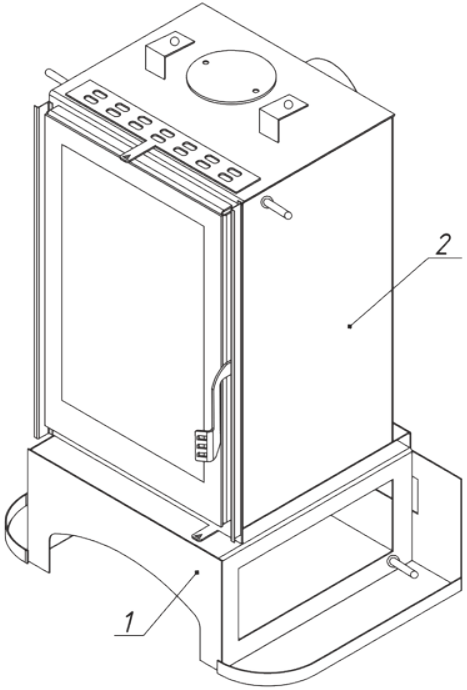

Рис.1
1. Основание 1 и топочная камера 2 поставляются заводом-изготовителем в собранном виде (Рис. 1)